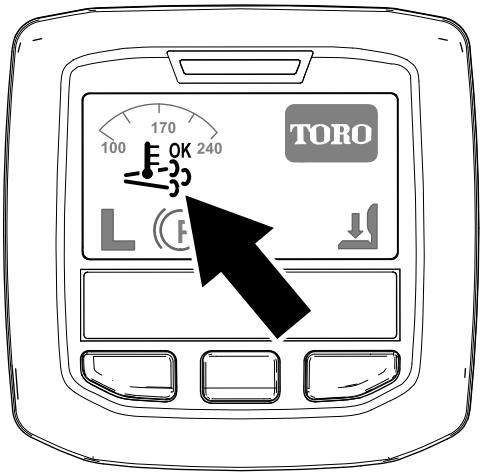

Figuur 28
- Het pictogram ondersteunde regeneratie verschijnt op het InfoCenter (Figuur 28).